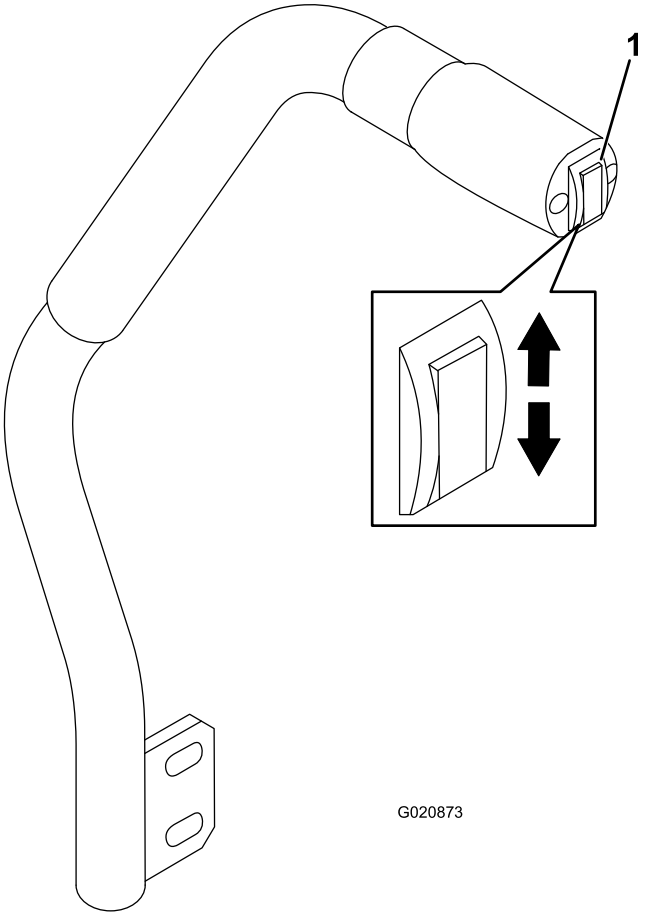

Rysunek 24
Przełącznik podnoszenia podwozia podnosi i opuszcza podwozie kosiarki (Rysunek 24). Aby użyć tej dźwigni, silnik musi znajdować się w trybie pracy.
- Aby opuścić podwozie kosiarki, naciśnij przełącznik podnoszenia podwozia (Rysunek 24).
- Aby podnieść podwozie kosiarki, pociągnij przełącznik podnoszenia podwozia w górę (Rysunek 24).
1. Przy pracującym silniku pociągnij przełącznik podnoszenia podwozia w górę i zaczekaj na jego pełne podniesienie, a następnie **natychmiast zwolnij przełącznik** (Rysunek 24).